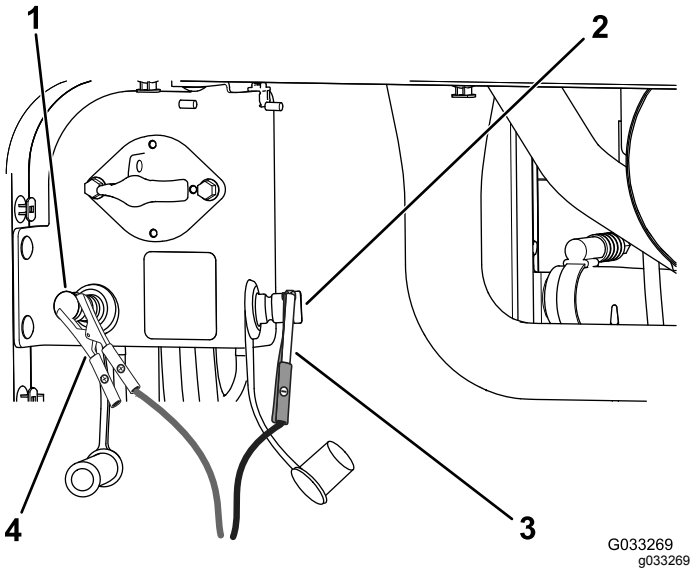

Figur 99
4. Tilslut det positive (+) startkabel til den positive startpol (Figur 99).
5. Slut det negative (-) startkabel til den negative startpol (Figur 99).
7. Når motoren starter, skal du bede den anden person om at frakoble det negative (-) startkabel fra den negative startpol og derefter frakoble det positive (+) startkabel (Figur 99).